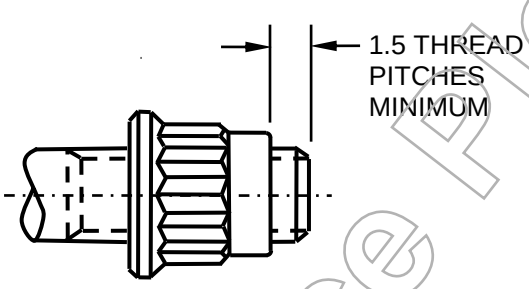

FIGURE 1 – MINIMUM THREAD PROTRUSION
o) Insufficient protrusion of threads. Thread protrusion beyond the end of a nut after torque tightening shall be a minimum of 1 1/2 thread pitches, See Figure 1.